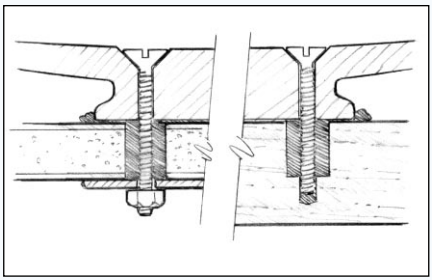

Figur 18 Stram befæstelseselementerne, indtil der klemmes en smule epoxy ud fra samlingen.
5. Sæt beslaget på plads. Isæt og stram befæstelseselementerne til, indtil der klemmes en smule af blandingen ud af samlingen *(Figur 18)*.